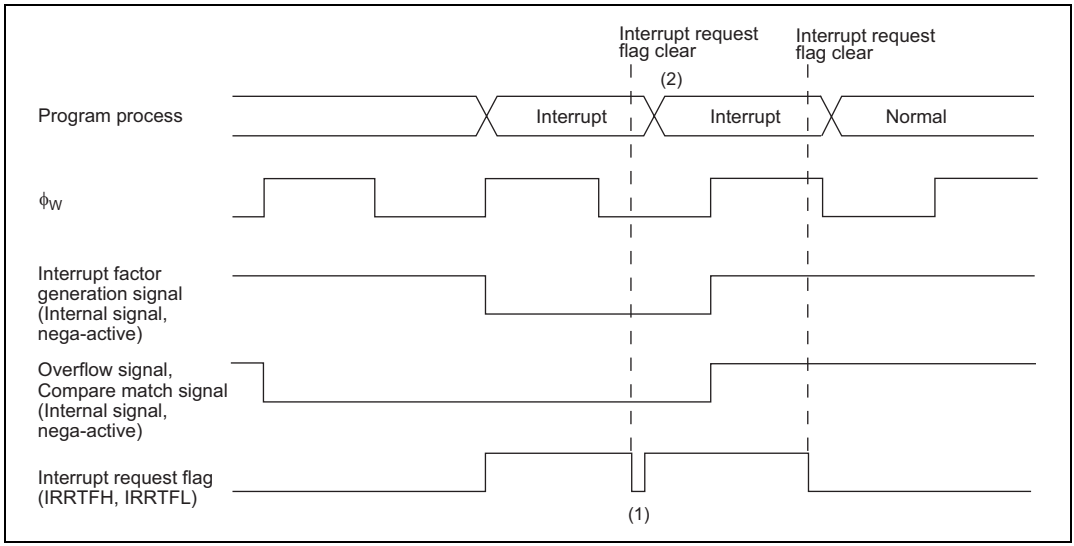

Figure 9.7 Clear Interrupt Request Flag when Interrupt Factor Generation Signal is Valid
When ϕw/4 is selected as the internal clock, “Interrupt factor generation signal” will be operated with ϕw and the signal will be outputted with ϕw width. And, “Overflow signal” and “Compare match signal” are controlled with 2 cycles of ϕw signals. Those signals are outputted with 2 cycles width of ϕw (figure 9.7)
In active (high-speed, medium-speed) mode, even if you cleared interrupt request flag during the term of validity of “Interrupt factor generation signal”, same interrupt request flag is set. (figure 9.7 (1)) And, you cannot be cleared timer overflow flag and compare match flag during the term of validity of “Overflow signal” and “Compare match signal”.
For interrupt request flag is set right after interrupt request is cleared, interrupt process to one time timer FH, timer FL interrupt might be repeated. (figure 9.7 (2)) Therefore, to definitely clear interrupt request flag in active (high-speed, medium-speed) mode, clear should be processed after the time that calculated with below (1) formula. And, to definitely clear timer overflow flag and compare match flag, clear should be processed after read timer control status register F (TCSRF) after the time that calculated with below (1) formula. For ST of (1) formula, please substitute the longest number of execution states in used instruction. (10 states of RTE instruction when MULXU, DIVXU instruction is not used, 14 states when MULXU, DIVXU instruction is used) In subactive mode, there are not limitation for interrupt request flag, timer overflow flag, and compare match flag clear.